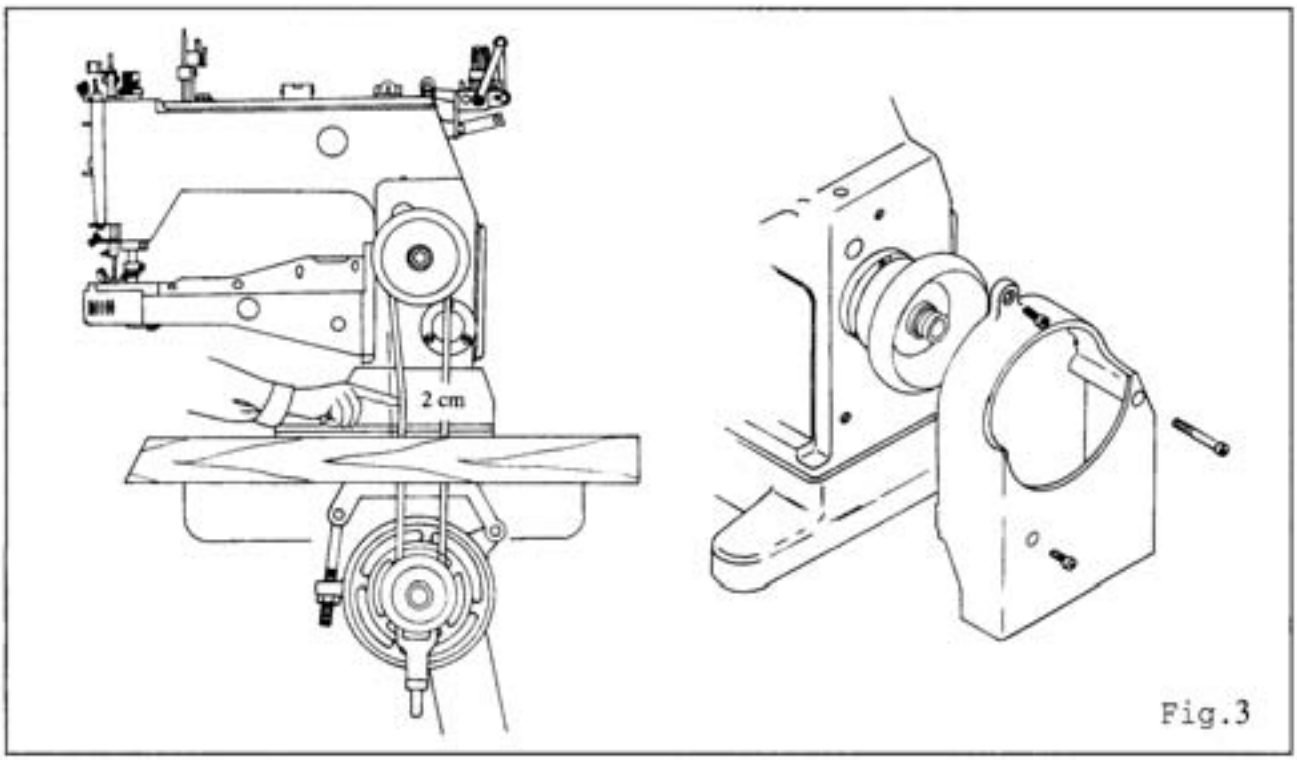

Fig.3
3. 马达之转向为顺时针方向，皮带之松紧度以用手指向内压下2cm为一般标准，同时为了安全起见请将皮带盖盖上（图3）
3. Be sure that the motor turning direction is clockwise, and the motor belt tension can be pressed with finger inward 2cm.For safety reason, please fasten the belt cover. (Fig.3)